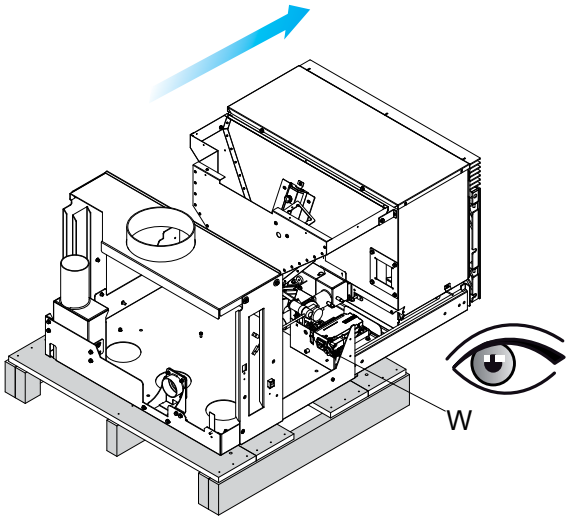

fig. 6.1.4
Esta operación actúa sobre un microinterruptor de seguridad (W) que desactiva la alimentación eléctrica. (fig. 6.1.4) el cable de alimentación no debe estar conectado aún a la alimentación eléctrica.